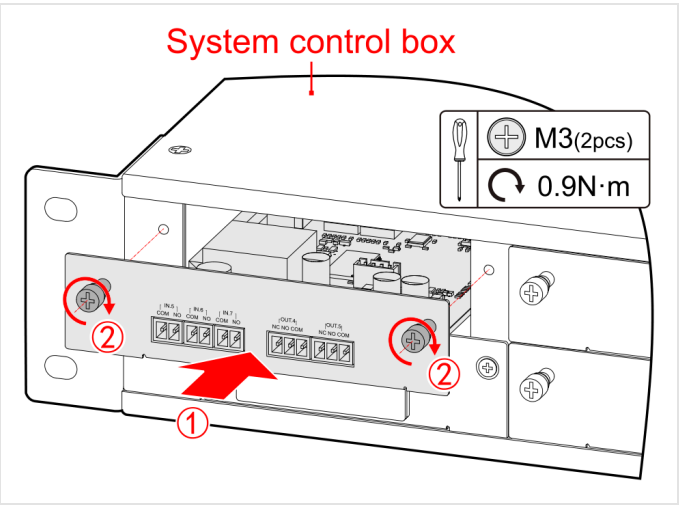

FIGURE 4-25 Fit the expansion card (8 lb-in / 0.9 N·m)
2. Slide the card into the slot and fix it with the two M3 screws (8 lb-in / 0.9 N·m) (Figure 4-25).